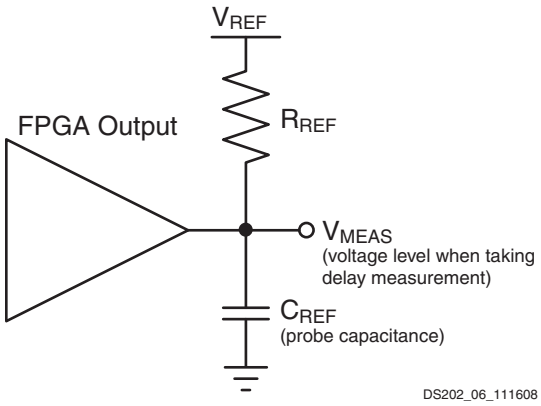
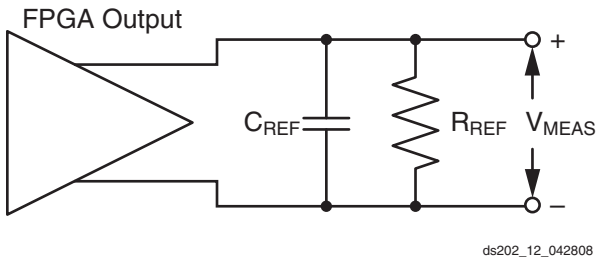

Figure 11: **Single Ended Test Setup**
Figure 12: **Differential Test Setup**
5. This is an input voltage reference that bears no relation to the V_{REF} / V_{MEAS} parameters found in IBIS models and/or noted in Figure 11.
Output delays are measured using a Tektronix P6245 TDS500/600 probe (< 1 pF) across approximately 4" of FR4 microstrip trace. Standard termination was used for all testing. The propagation delay of the 4" trace is characterized separately and subtracted from the final measurement, and is therefore not included in the generalized test setups shown in Figure 11 and Figure 12.